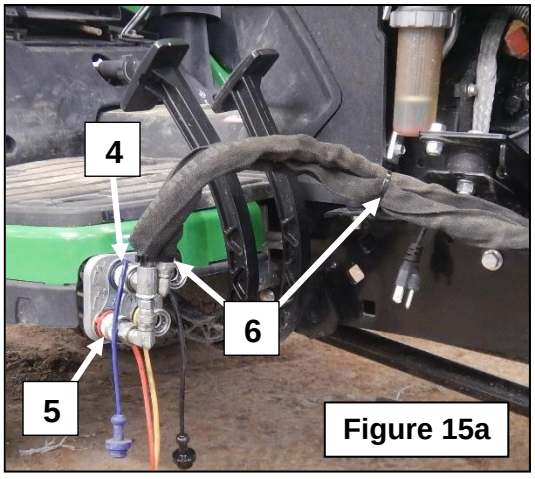

Figure 15a
3. **Figure 15a:** Insert the blue colored rings (item 4) and the red colored rings (item 5) in the places indicated on figure 15a.
4. **Figure 15a:** Secure the two hydraulic hoses with two 8" lg. x 4.8mm nylon tie wraps (item 6) at the locations shown on the figure and cut off the excess material.